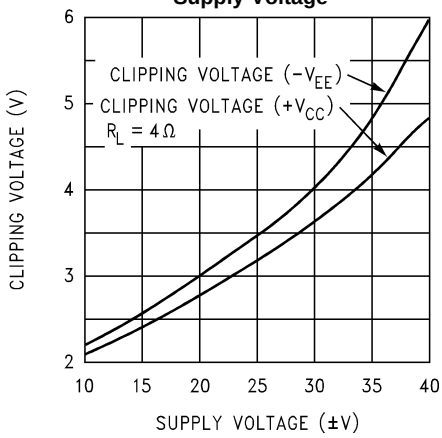

Figure 14.
(1) All voltages are measured with respect to the GND pin (pin 7), unless otherwise specified.
(2) Absolute Maximum Ratings indicate limits beyond which damage to the device may occur. Operating Ratings indicate conditions for which the device is functional. Electrical Characteristics state DC and AC electrical specifications under particular test conditions and specific performance limits. This assumes that the device is within the Operating Ratings. The typical value is a good indication of device performance.
(3) Typicals are measured at 25°C and represent the parametric norm.
(4) Limits are speficied to AOQL (Average Outgoing Quality Level).
(5) V^- must have at least −9V at its pin with reference to ground in order for the under-voltage protection circuitry to be disabled.
(6) AC Electrical Test; refer to Test Circuit #2 -AC Electrical Test Circuit.
(7) The feedback compensation network limits the bandwidth of the closed-loop response and so the slew rate will be reduced due to the high frequency roll-off. Without feedback compensation, the slew rate is typically larger.
(8) DC Electrical Test; refer to Test Circuit #1- DC Electrical Test Circuit.
(9) The output dropout voltage is the supply voltage minus the clipping voltage. Refer to Figure 14 in Typical Performance Characteristics.